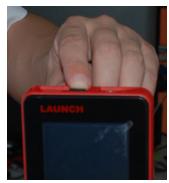
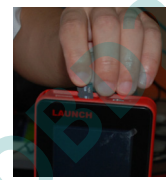

Fig. 1
Fig. 2
a) Take out the TF card from the X-431Diagun main unit (press the TF card slightly and it will pop up automatically, as shown in Fig. 1 and Fig. 2);